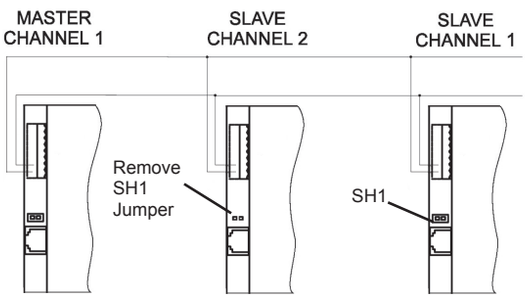

Figure 2-10
4. Use synchronization wire (18 to 24-gauge, 2 conductor) between units; connect to pins 1 and 2 as shown in Figure 2-10 and on inside of controller cover. Connector block is a plug in and may be removed to facilitate connection of the wires.
5. With the exception of the end units, the SH1 jumper, located on the controller board assembly must be removed. *(See Figure 2-10.)*